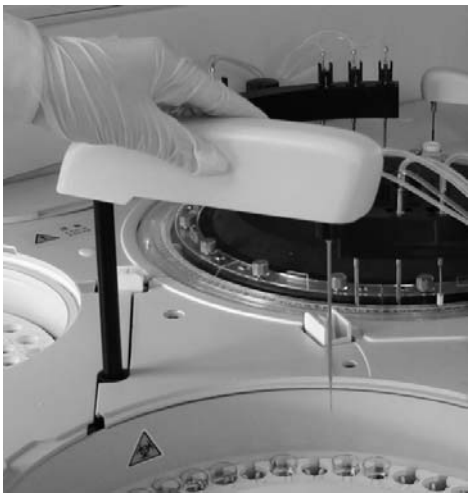

Figure 10-4-3
b)Remove the cover of the reagent disk. Move the probe arm to the top of the disk by hand. As shown in Figure 10-4-3: